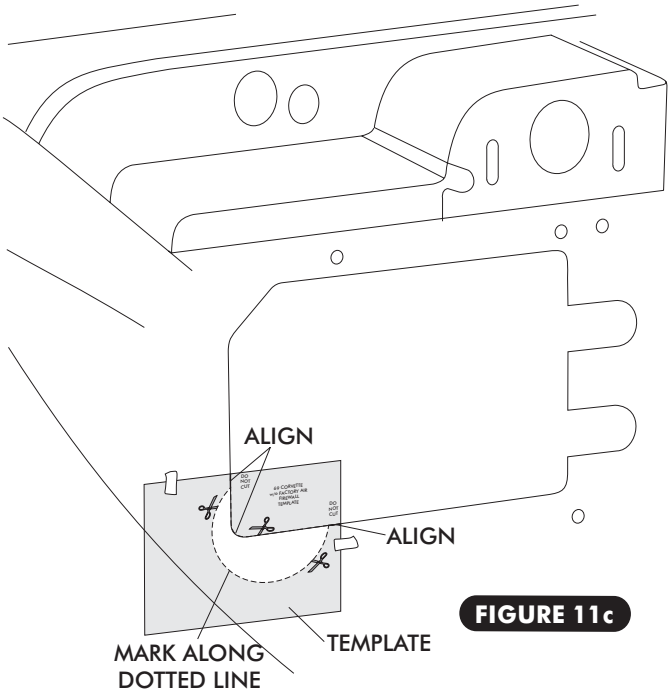

FIGURE 11c
- ☐ ALIGN AND TAPE INTO PLACE AS SHOWN AS SHOWN IN FIGURE 11c AND MARK AROUND THE DOTTED LINE.